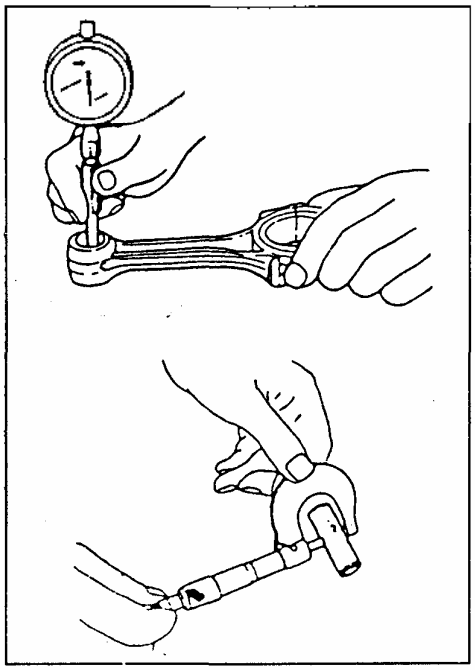

Рис. 124
- Проверьте износ и / или повреждения пальца поршня, верхнюю головку шатуна и отверстие под палец, если обнаружены серьезные повреждения то палец, шатун или поршень необходимо заменить (Рис. 124).